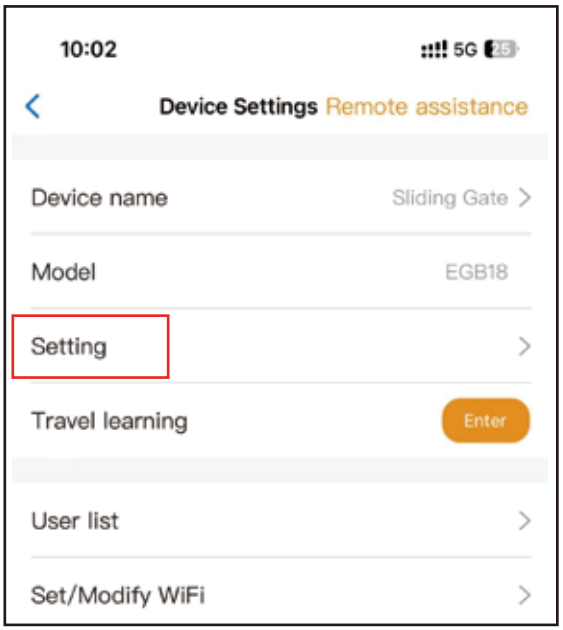

Fig 11
Étape 1. Sélectionnez l'appareil, appuyez sur le " ⚙ " dans le coin supérieur droit. Cliquez sur " Paramètre " . (Fig 11)